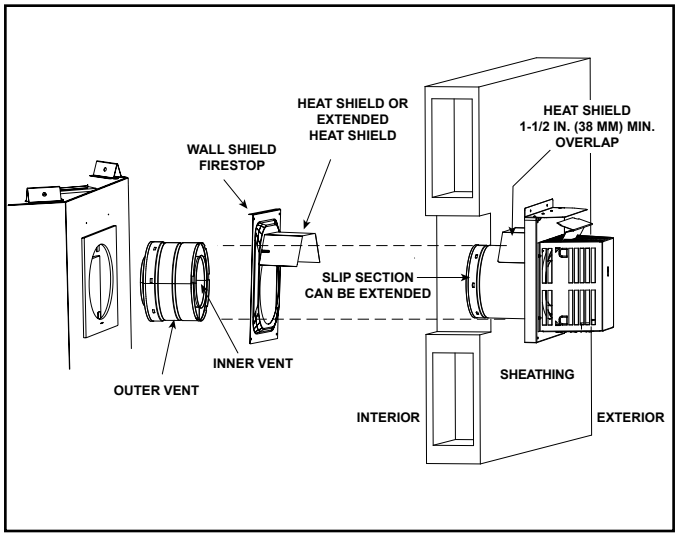

Figure 7.12 Venting Through the Wall
- ***DO NOT*** *remove the heat shields attached to the wall shield firestop and the horizontal termination cap (shown in Figure 7.12).*
There are two sections of the heat shield. One section is factory-attached to the wall shield firestop. The other section is factory-attached to the cap. See Figure 7.12.